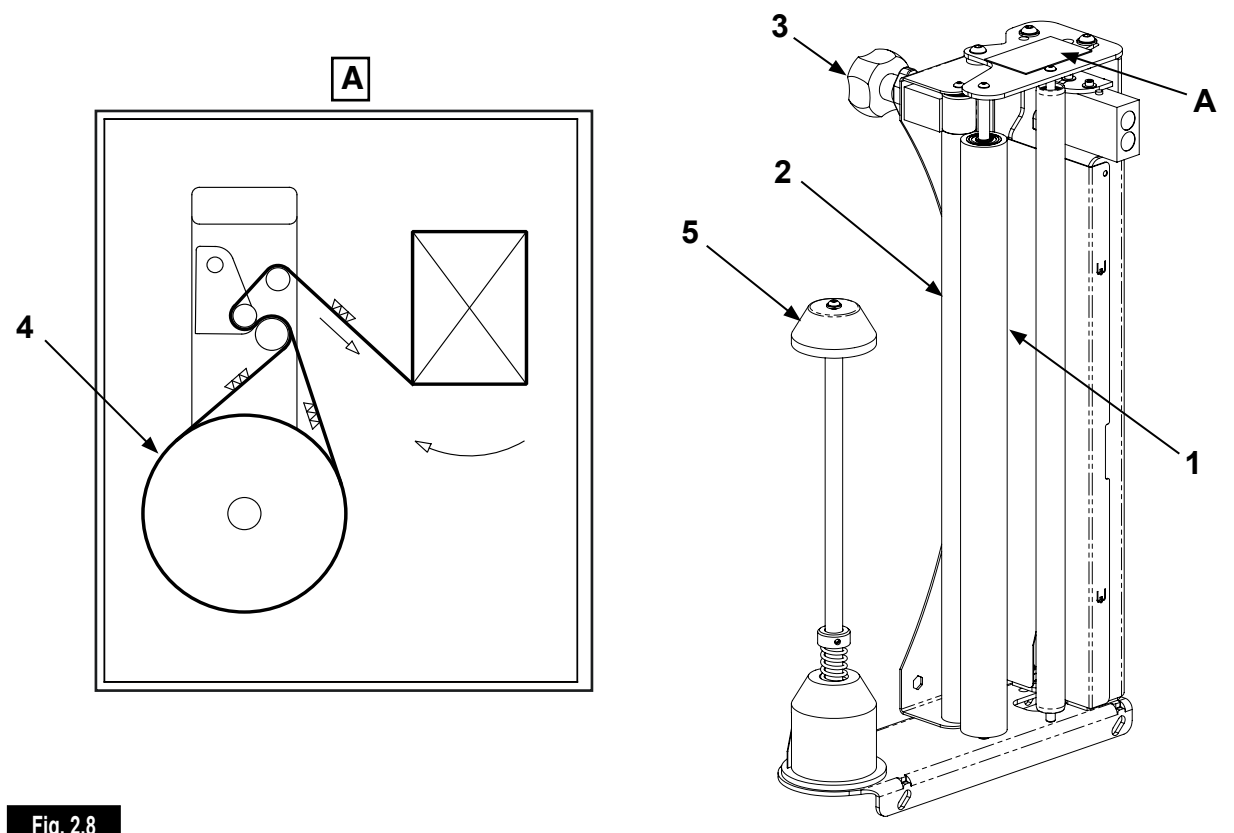

Fig. 2.8
Vagnen **FM (MB)** (Fig. 2.8) består av en odriven gummivals **(1)** och av en vals **(2)**, utrustad med en mekanisk broms.
Il carrello **FE (EB)** (Fig. 2.8 a) è composto da un rullo gommato folle **(1)** e da un rullo **(2)** munito di freno elettromagnetico.